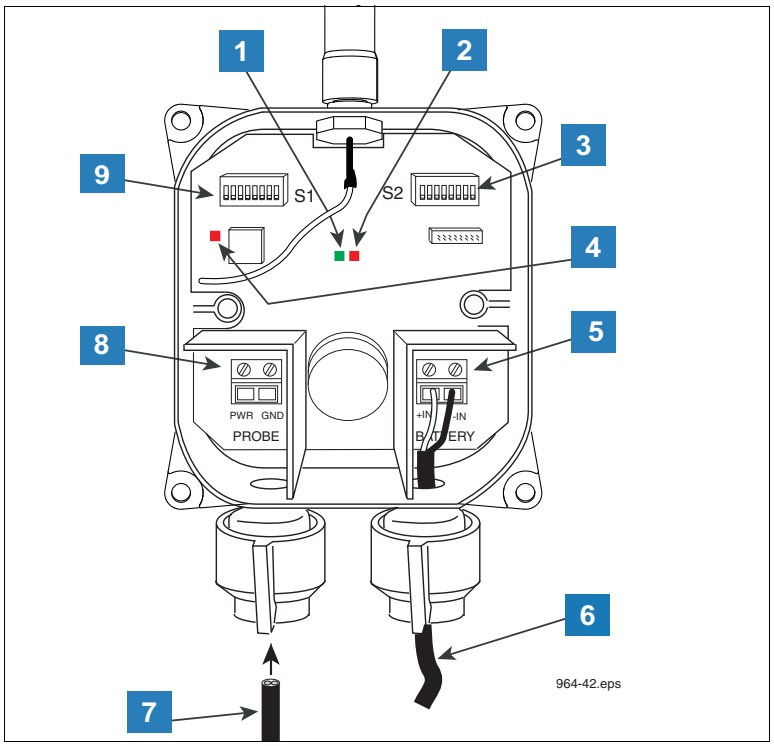

Figure 19. Wiring the Transmitter
5. All sensor cables connect to the PROBE terminal block the SAME WAY - the white wire to the PWR terminal and the black wire to the GND terminal as shown in Figure 19.
LEGEND FOR NUMBERED BOXES IN Figure 19